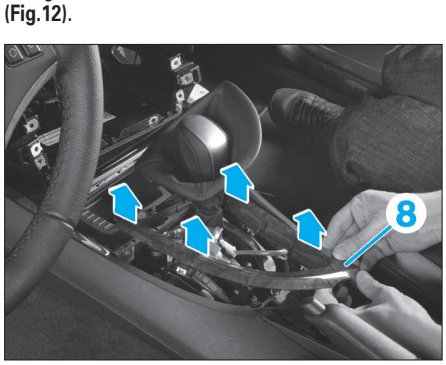

Fig. 12
• Dégrafer l'ornement (8) de la console centrale **(Fig.12)**.